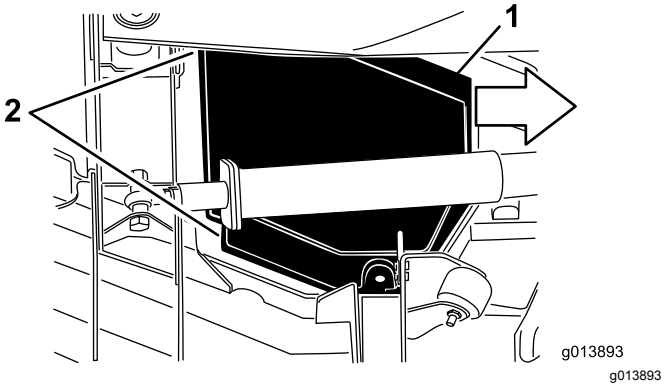

**Figur 84**
5. Lyft upp skyddet och skjut det samtidigt mot traktorenheten med cirka 2,5 cm, så att den yttre kanten på skyddet lossas från däcket (Figur 84).